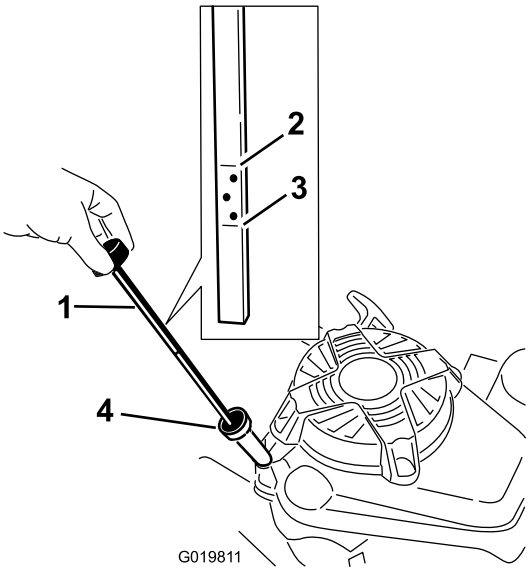

Figura 10
Antes de cada uso, compruebe que el nivel de aceite está entre las marcas **Añadir** y **Lleno** de la varilla (Figura 10).
2. Limpie alrededor de la varilla (Figura 10).
6. Observe en la varilla el nivel de aceite (Figura 10).